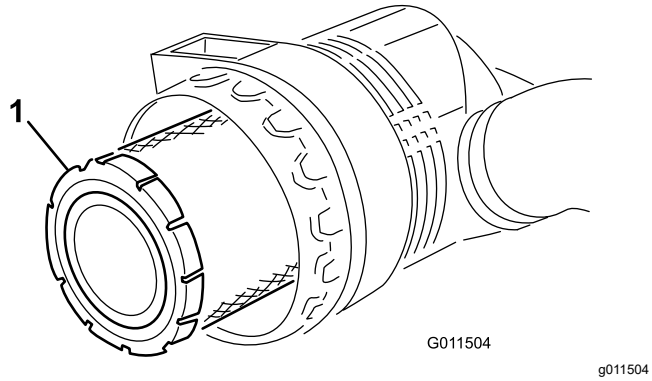

**Figur 86**
5. Ta ut og skift det primære filteret (Figur 86).